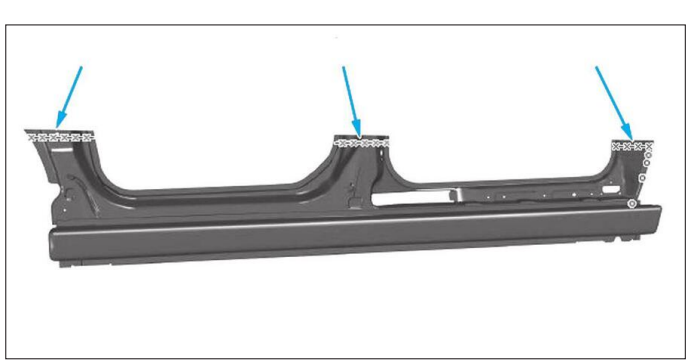

FIG. 70
• Préparer les bords d'accostage et les protéger par un apprêt soudable **(Fig.70)**.